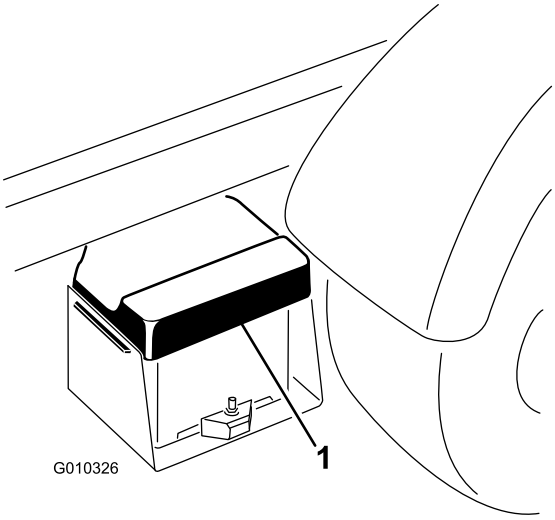

Figur 47
1. Klem batteridekselet for å løsne tappene fra batteribasen. Fjern batteridekselet fra batteribasen (Figur 47).